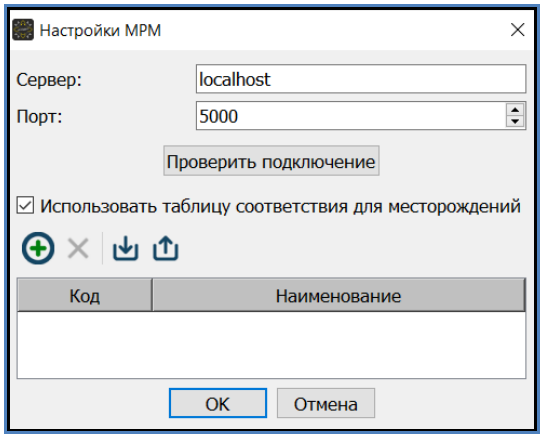

Рисунок 17
4.2.3.5. Для настройки экспорта в МРМ следует выбрать пункт меню «МРМ». Окно «Настройки МРМ содержит следующую информацию (рисунок 17):